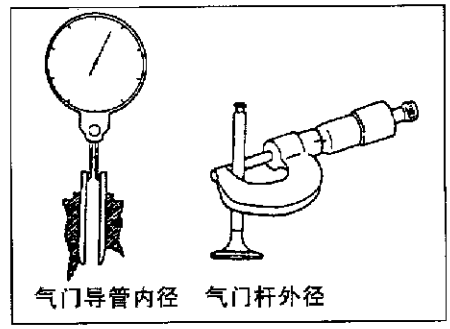

图2-1-20
(1)检查：测量气门导管与气门杆之间的间隙，如图2-1-20所示。间隙超过极限值时更换气门导管或气门两者均更换。标准值：(进气)0.02~0.05mm；(排气)0.03~0.07mm。使用极限值：(进气)0.10mm；(排气)0.15mm。